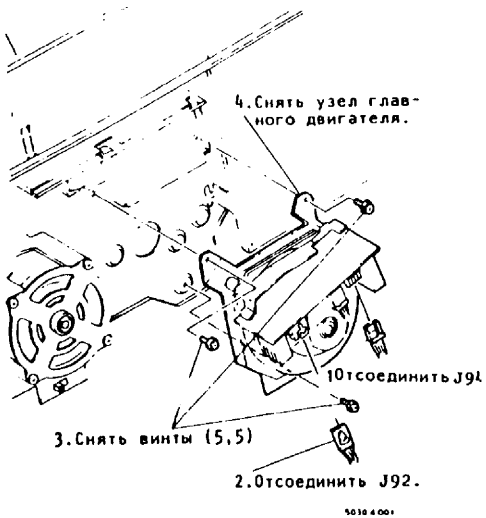

Рис.1. Снятие узла главного двигателя
4. (Рис.1): Снять узел главного двигателя.